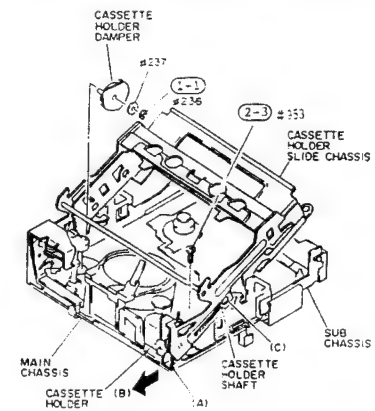

Fig. 2-42
1) Remove one (1) E-ring holding the cassette holder damper. (See Fig. 2-42)
(2) Cassette Holder
3) Remove one (1) screw holding the cassette holder. (See Fig. 2-42)
5) Move engaged section (A) of the holder from the main chassis. (See Fig. 2-42) The cassette holder shaft comes to section (C) of the cassette holder slide groove. Push the cassette holder slide chassis in to release the cassette holder shaft from the cassette holder and sub chassis.